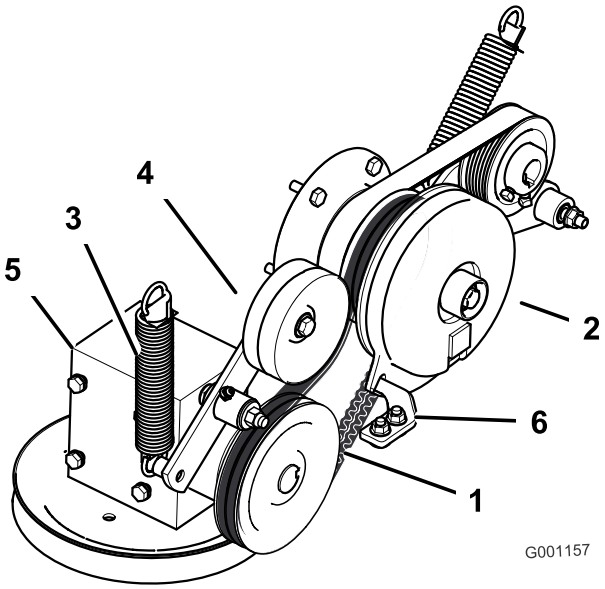

Figur 58
4. Tag fjederen af styrearmen (Figur 58).
7. Monter kraftudtagets drivrem omkring koblingens remskive og gearkassens remskive (Figur 58).
9. Monter fjederen på styrearmen (Figur 58).